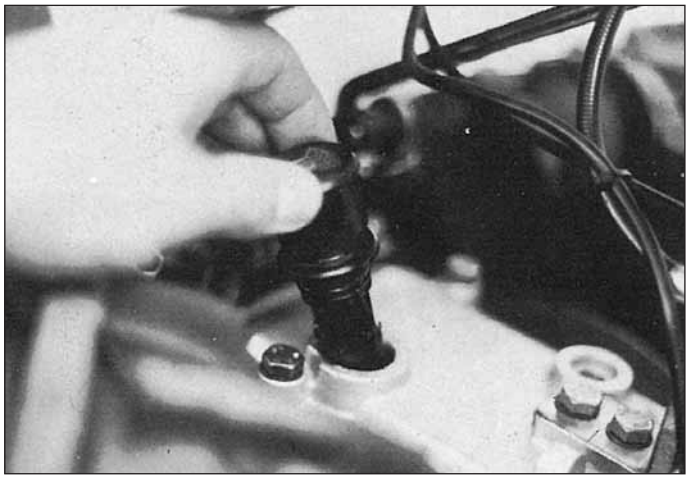
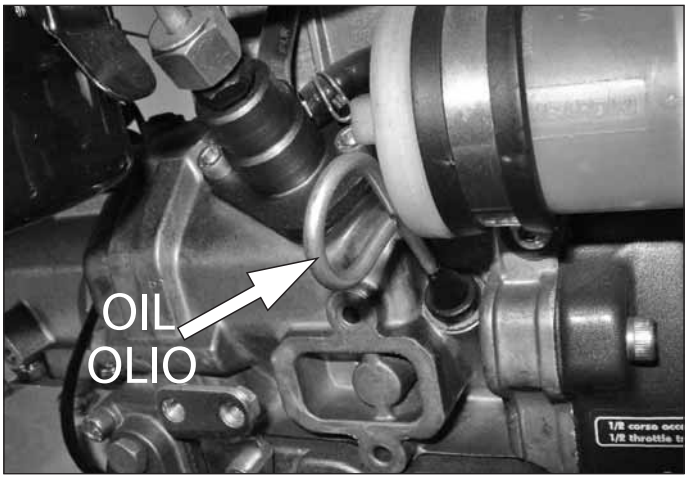

Fig. 4
Fig. 5
– nivelul de ulei in interiorul motorului (fig. 5 si 6) si al cutie de viteze; joja se afla pe carcasa superioara (fig. 4); nivelul de ulei trebuie sa fie intre cele doua marcaje.
Verificati nivelul de ulei dupa fiecare 50 de ore de functionare, indepartind capacul (fig. 4) si verificind cu masina in pozitie orizontala ca nivelul uleiului este intre cele doua marcaje de pe joja. Daca este necesar adaugati ulei **MP 80 W/90**, echivalent international API GL5, US MIL-L 2105D. Schimbati uleiul o data pe an.